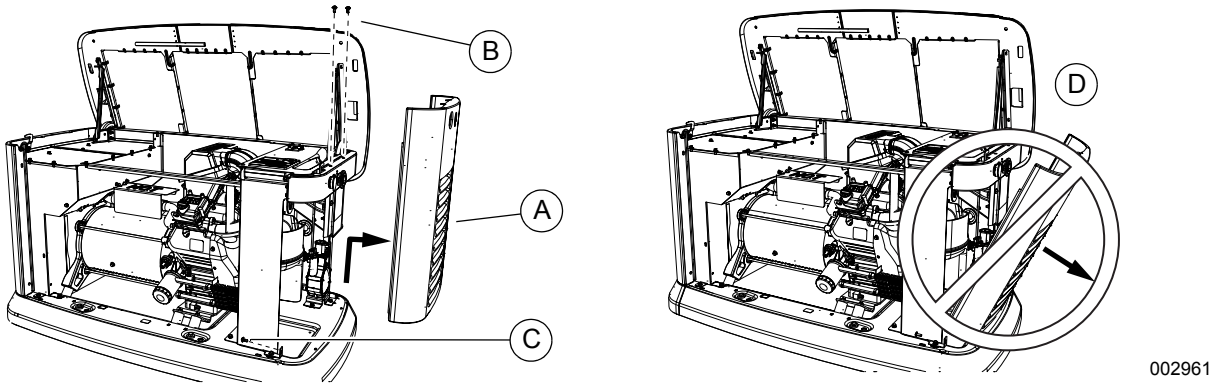

Figure 2-5. Intake Side Panel Removal
See ***Figure 2-5***. The intake side panel (A) must be removed to access the battery compartment, fuel regulator, and sediment trap.
2. Use an Allen wrench to remove two mounting screws (B) and the L-bracket screw (C).